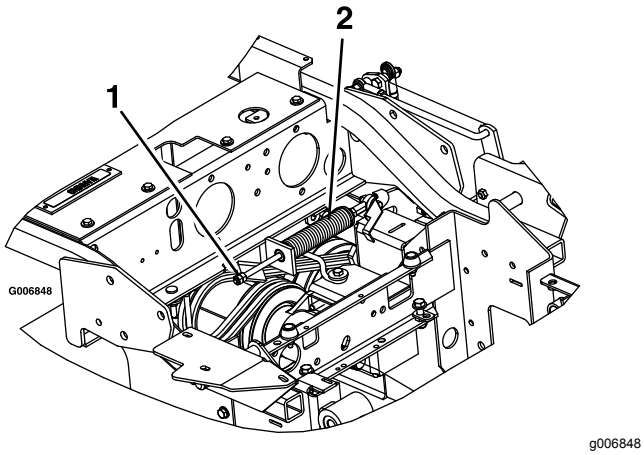

Figur 65
3. Leta reda på bromsfjädern och skruva ut de två kontramuttrarna till slutet av bromsfjäderstången (Figur 65).